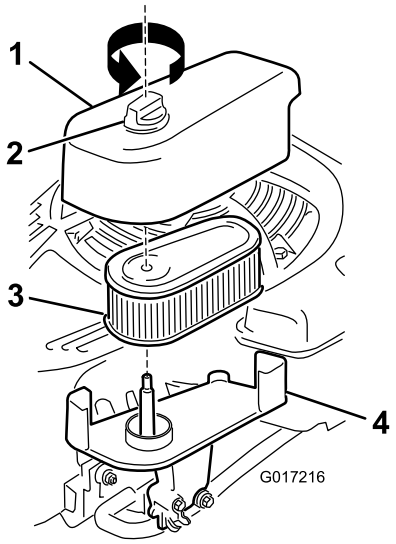

Figur 31
1. Løsn fastgørelsesanordningen, og fjern luftfilterdækslet (Figur 31).